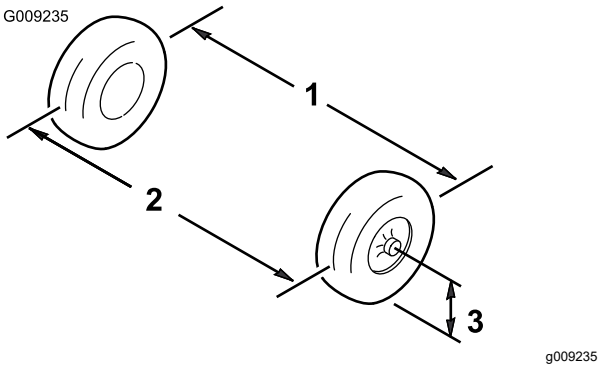

Figuur 48
1. Meet ter hoogte van de as de afstand tussen de voorwielen aan de voorkant en de achterkant van de wielen (Figuur 48).